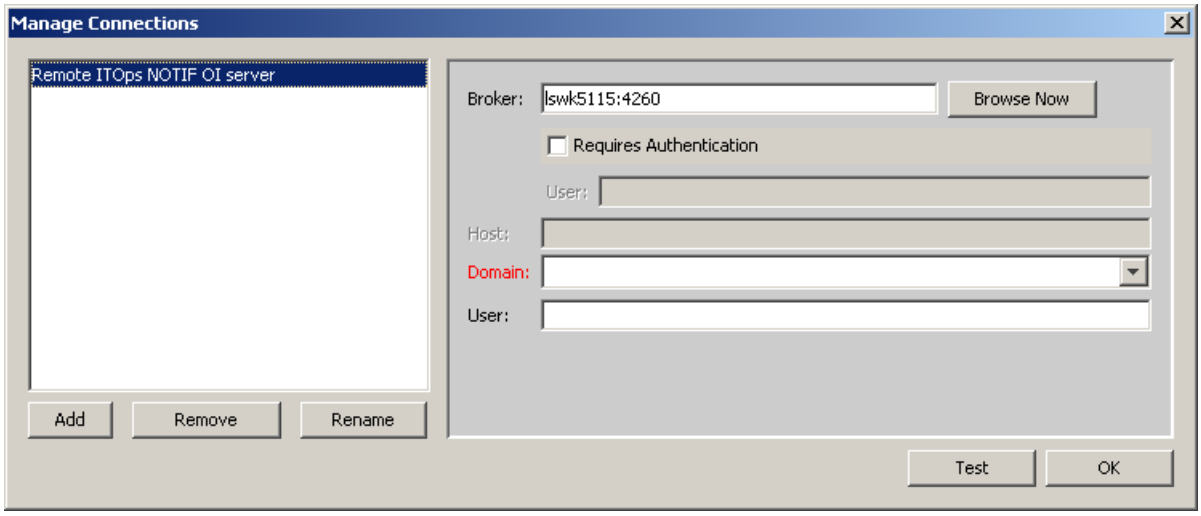

Figure 61 Manage Connections dialog box with remote server connection reference name
4. Fill in the new connection record in the right pane of the **Manage Connections** dialog box. An example is shown in Figure 61 on page 89.